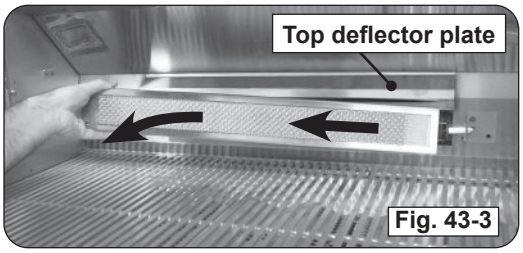

Fig. 43-3
5. Remove the backburner by lifting the left side outward and to the left. See Fig. 43-3.
Note: The top deflector plate may become loose when removing the backburner. Ensure the deflector is properly in place when reinstalling the backburner (See Fig. 43-3).